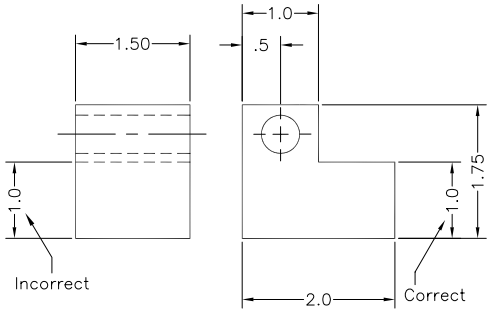

Figure 17-17 *Undimensioned hidden lines*
11. You should not dimension with the hidden lines. The dimension should be given where the feature is visible, refer to Figure 17-17. However, in some complicated drawings, you might be justified to dimension a detail with a hidden line.